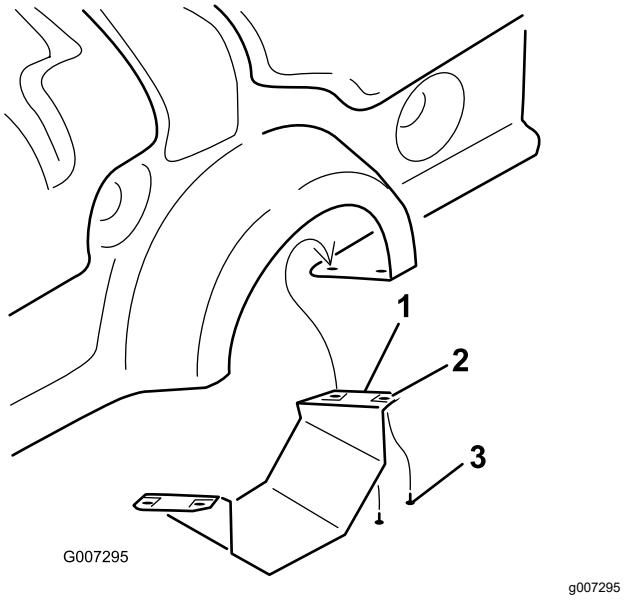

Figur 10
1. Endast för ProCore 864: ta bort det nedre kraftuttagsskyddet (Figur 10).